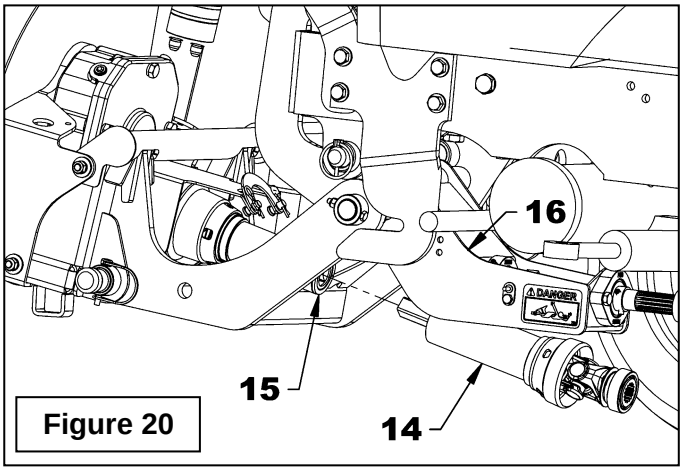
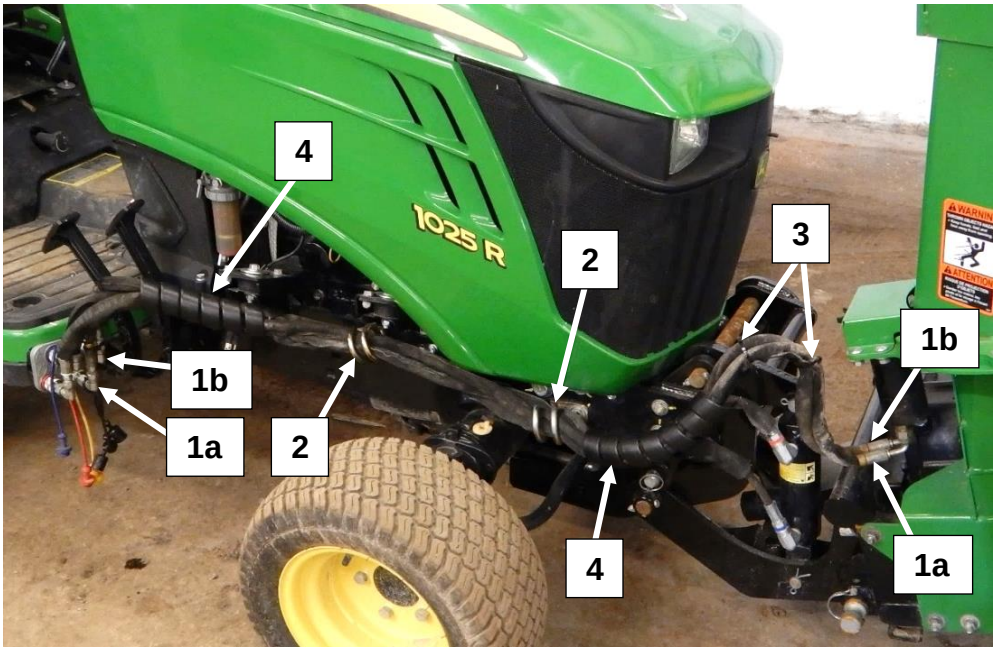

Figure 20
Figure 22
Figure 22 : Insérer les boyaux (items 1a et 1b) dans les deux supports de boyaux (item 2) et fixer les accouplements hydrauliques et le connecteur électrique de la souffleuse aux accouplements hydrauliques et au connecteur électrique du tracteur tel qu'illustré sur la **figure 22**. Finalement, fixer les deux boyaux avec trois attaches de nylon (item 3) et les deux protecteurs de boyaux noir 10" lg (item 4) aux endroits indiqués sur la **figure 20.**